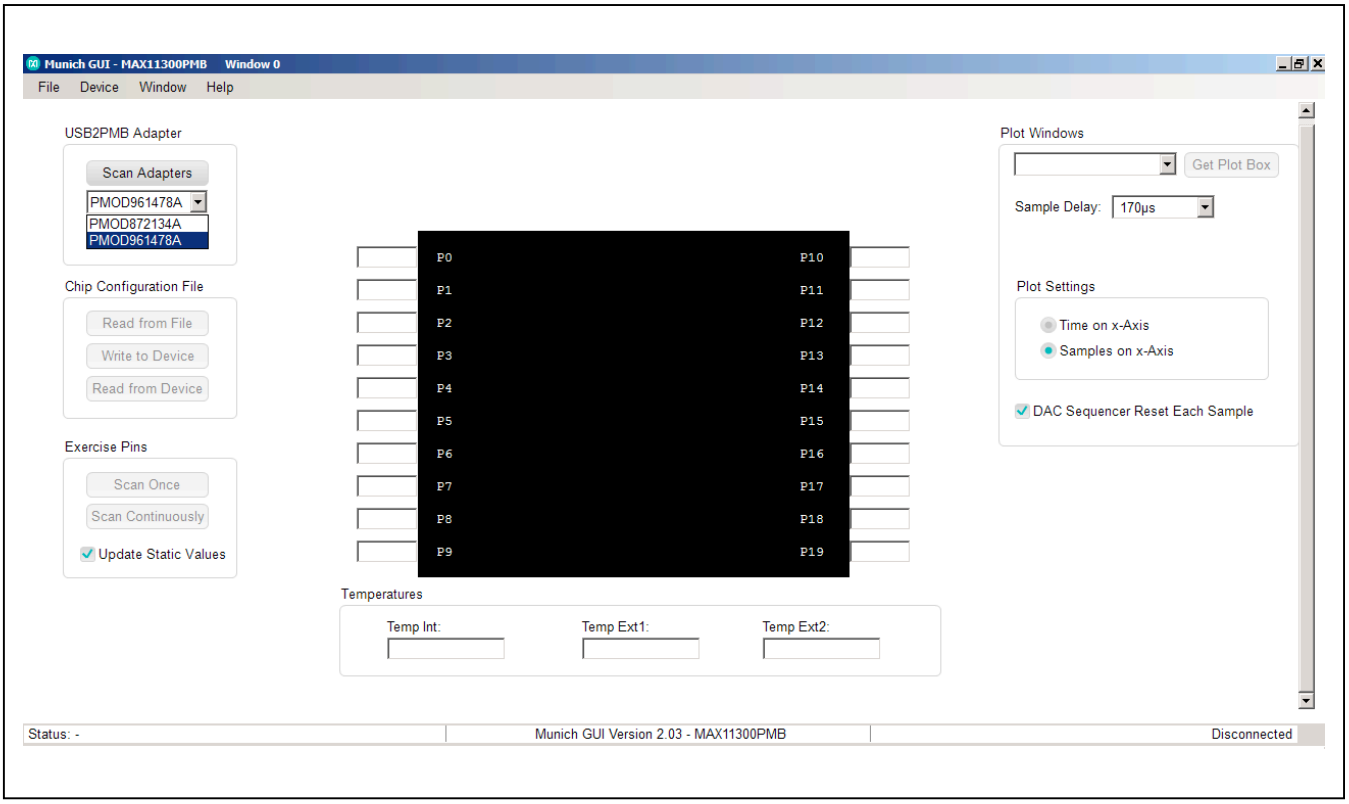

Figure 5. Munich GUI
2) Start the Munich board software and select the tab sheet that corresponds to the companion device as shown in Figure 5, the Munich GUI.
For instance, Figure 5 depicts the scanning and available Munich devices connected. The software has identified two devices: